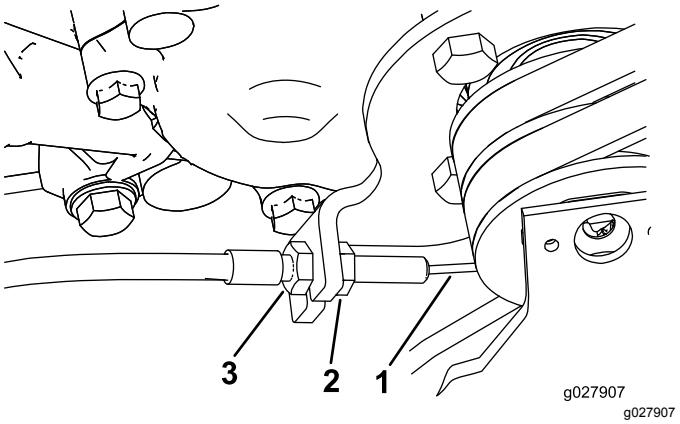

Figur 49
3. Kabelspændingen øges ved at løsne kablets forreste kontramøtrik og spænde kablets bageste kontramøtrik (Figur 49), indtil der opnås en kraft på 8 til 9 Nm til at aktivere traktionskontrollen.